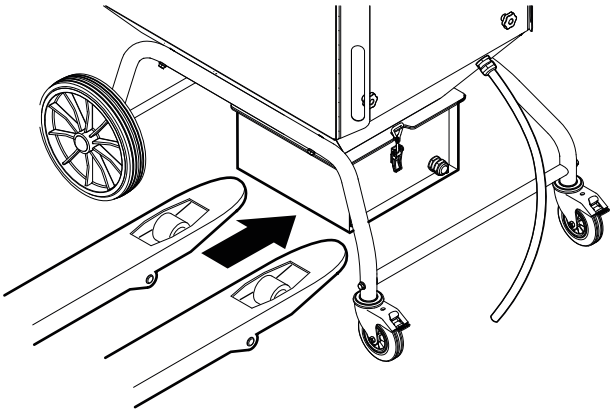

Fig. 26
1. Kör in lämplig pallyft under stoftkärlet, se **Fig. 26**.